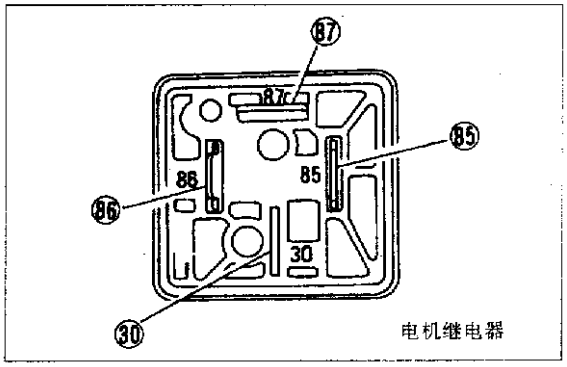

图8－3－61
①轮边传感器的电阻值应是0.8～1.2kΩ。
②执行器电机继电器见图8－3－61。有关通断情况见表8－3。